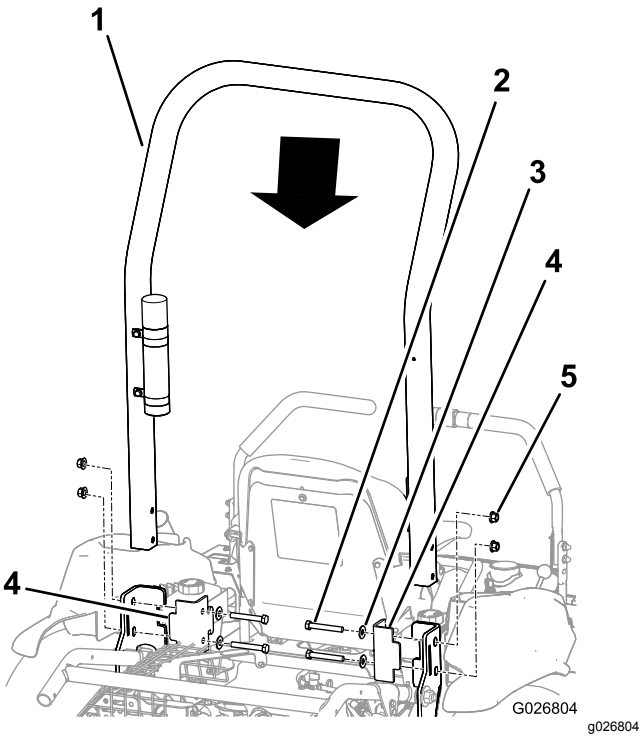

Figur 6
2. Sätt vältskyddet på maskinen enligt Figur 6.